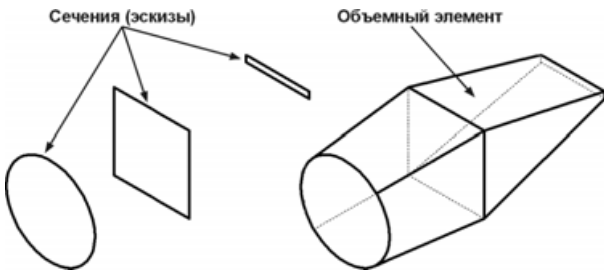

Рис. 2.5
- *операция по сечениям* — построение объемного элемента по эскизам его сечений плоскостями (рис. 2.5).